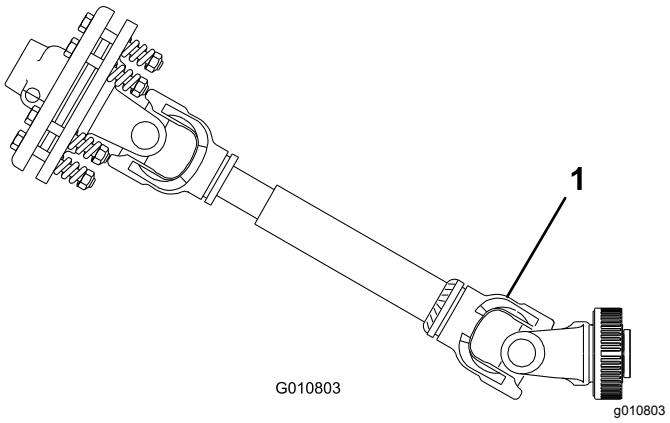

**Figur 27**
***Viktig:*** **Ikke løft luftemaskinen høyere enn nødvendig når du kobler til kraftuttaket. Hvis du heiser maskinen for høyt opp, kan kraftuttaksakselen brekke (Figur 27). Slå av kraftuttaket når du løfter luftemaskinen. Du kan bruke kraftuttaket opptil 25 °-vinkel, men aldri overskride en 35 °-vinkel når luftemaskinen er i den høyeste stillingen.**